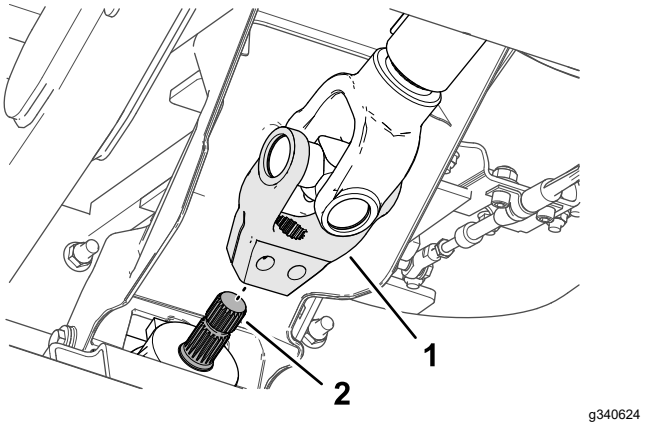

Figuur 18
5. Lijn de sleuven in het aandrijfasjuk uit op de sleuven van de ingaande as van het werktuig (Figuur 18), en schuif het juk over de as.